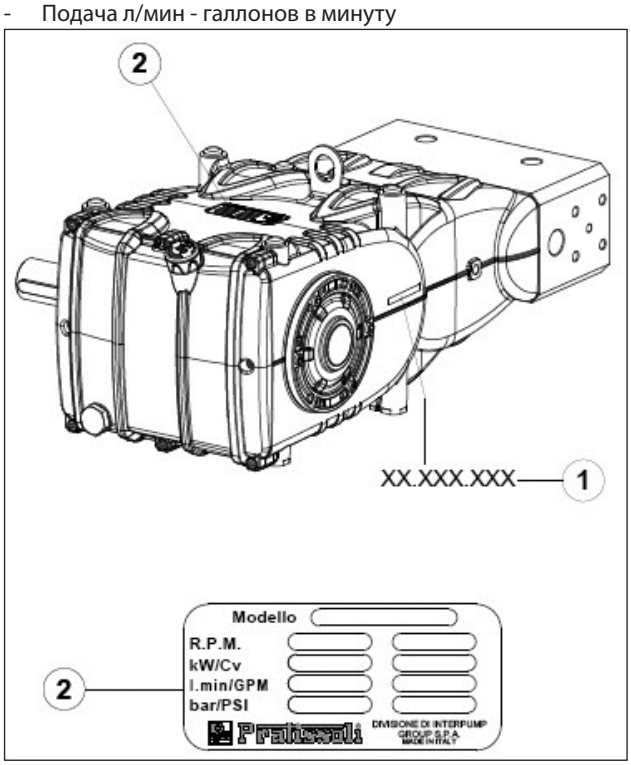

Рис. 1
Каждый насос Рис. 1 имеет свой серийный номер XX.XXX.XXX, см. поз. ① и паспортную табличку, см. поз. ② на которой указано: